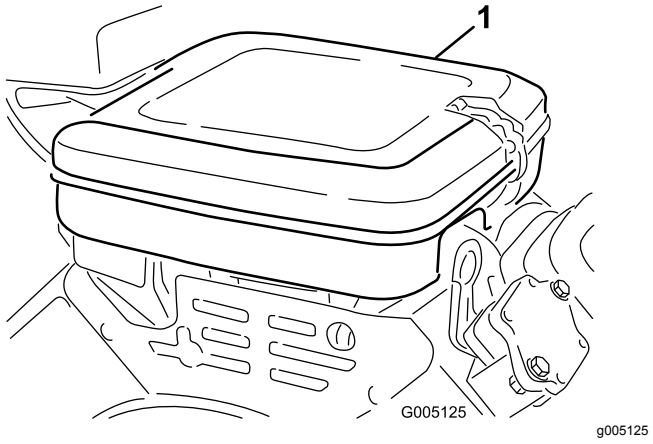

Figuur 27
1. Reinig het luchtfilterdeksel (Figuur 27).